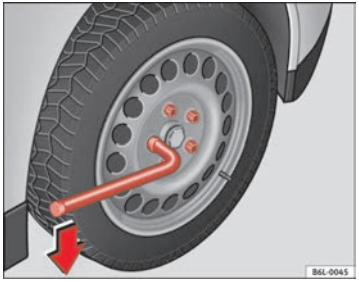

Fig. 123 Changing the wheel: loosen the wheel bolts
– Grasp the box spanner by the end turn it about one full turn to the **left** ⇒ fig. 123.